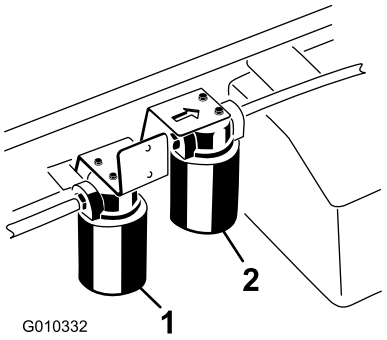

Figur 70
2. Gör rent runt området där filtret monteras. Ställ ett avtappningskärl under filtret och ta bort filtret (Figur 70).
1. Rengör runt området där högflödesfiltret monteras (Figur 70). Ställ ett avtappningskärl under filtret och ta bort filtret.